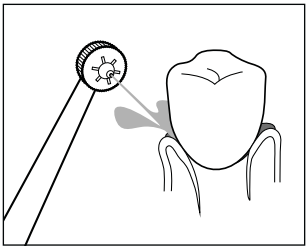
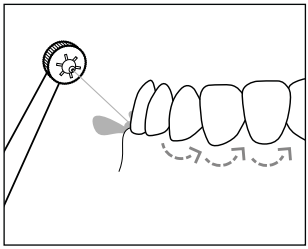

Fig. 8
Fig. 9
- ► To avoid splashes, do not switch on the hand unit ❹ until it is in your mouth.
- ♦ Switch on the hand unit ❹ by moving the On/Off switch for the water jet **I/0** ❸ on the hand unit ❹ to **I**.
- ♦ Direct the water jet at the gaps between your teeth and the edges of your teeth to clean them. Position the nozzle attachment ❷ so that the water jet can rinse the food remnants away from the gums (see Fig. 8). Move the nozzle attachment ❷ slowly along the edge of the teeth from gap to gap (see Fig. 9). Clean all the front and back sides of your teeth in this way.